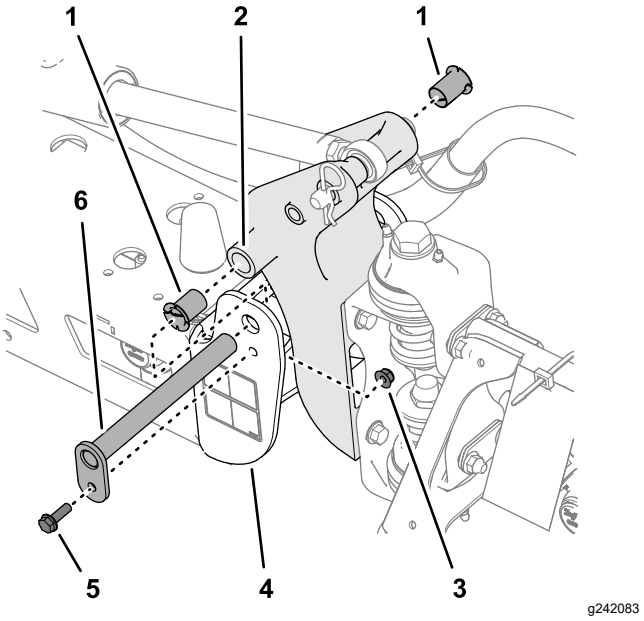

Figure 92
3. Remove the bolt and nut that secure the pivot pin, and remove the pin (Figure 92).
5. Remove and inspect the nylon bushings from the front and back sides of the pivot bracket (Figure 92).
6. Lubricate the nylon bushings with a small amount of oil and install the bushings into pivot bracket (Figure 92).
7. Align the holes in the pivot bracket with the holes in the end channel (Figure 92).